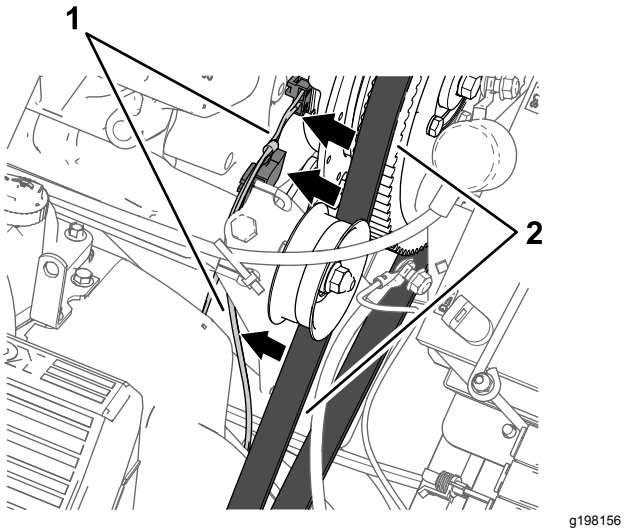

Figur 168
4. Før afgreningsledningen på 84 cm fra ledningsnettet mod motoren og sprøjtepumpen, så der er afstand mellem ledningsnettet og generatorremmen (Figur 168).